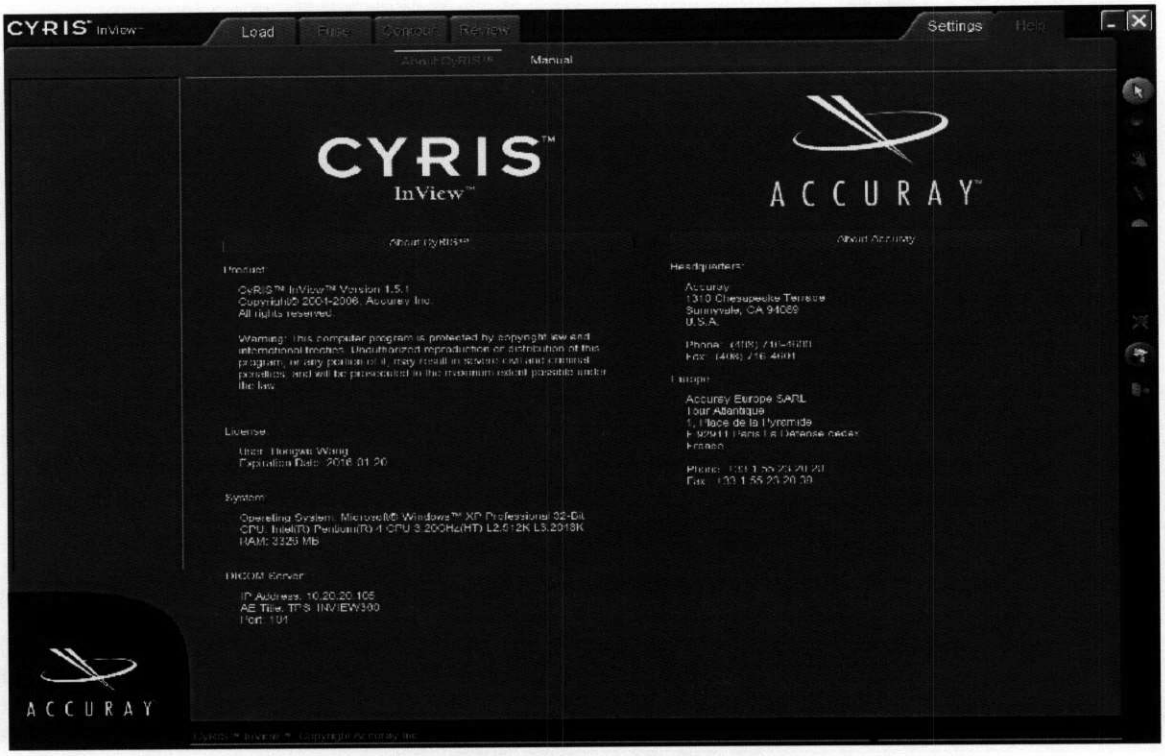

**Figure 16 About CyRIS InView**
2. Information about CyRIS InView (*Figure 16 About CyRIS InView, page 21*).